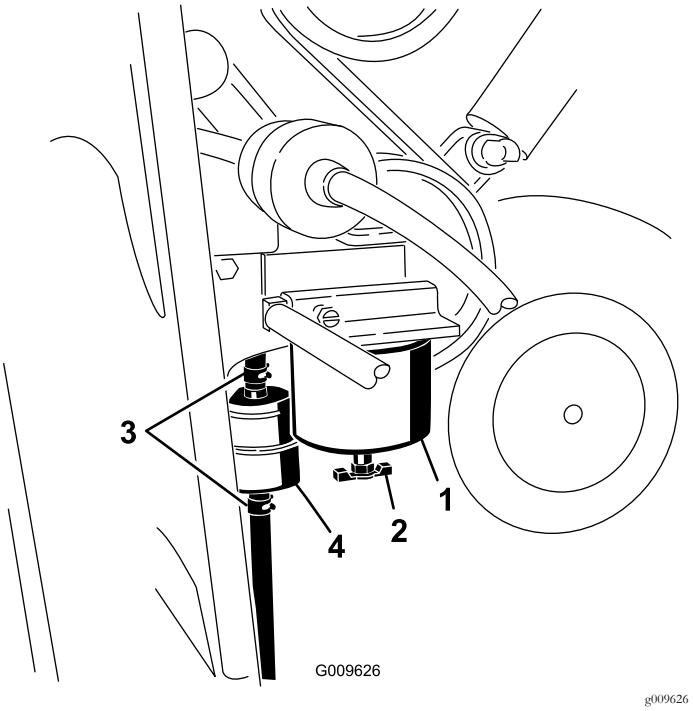

Figuur 40
1. Het brandstoffilter bevindt zich aan de rechterzijde van de motor (Figuur 40). Plaats er een opvangbak onder.
1. De brandstoffilters bevinden zich aan de rechterzijde van de motor (Figuur 40). Plaats er een opvangbak onder.
2. Reinig de omgeving van de plaats waar de filterbus wordt gemonteerd (Figuur 40).
3. Verwijder de filterbus en reinig de plaats waar deze wordt gemonteerd (Figuur 40).
5. Monteer de filterbus met de hand totdat de pakking contact maakt en draai deze vervolgens nog een halve slag verder (Figuur 40).
6. Het inlinefilter bevindt zich achter de brandstoffilterbus (Figuur 40). Let op de richting van de pijl op de zijkant van het inlinefilter.
7. Open de klemmen aan de uiteinden van het inlinefilter en schuif de slangen eraf (Figuur 40). Gooi het filter weg.
8. Schuif de slangen over het uiteinde van een nieuw filter (Figuur 40) en zorg ervoor dat de pijl op het filter in dezelfde richting wijst als de pijl op het oude filter.